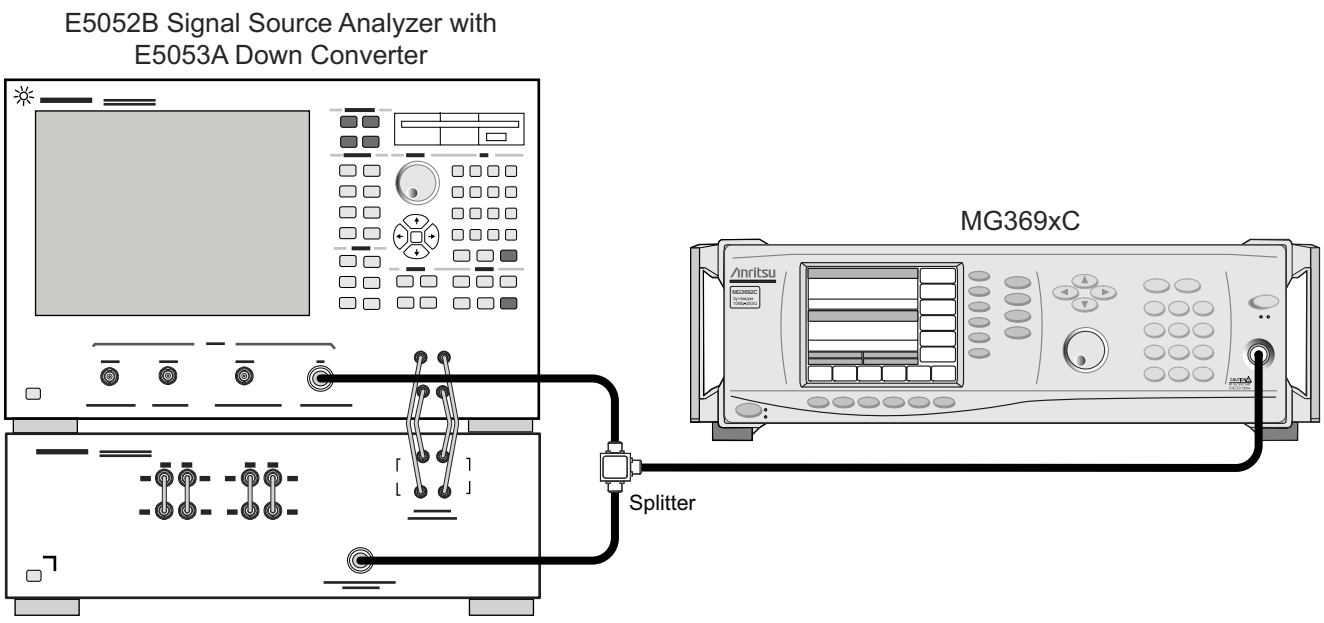

Figure 3-4. Equipment Setup for Single Sideband Phase Noise Test with E5052B and E5053A
e. Connect the MG369xC as shown in Figure 3-4.